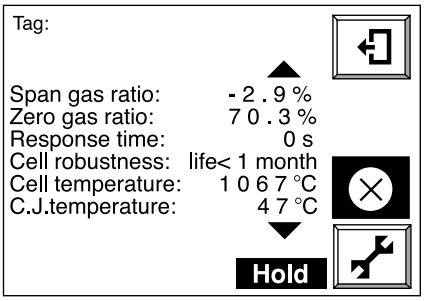

Figura 12.7
(5) Se il deterioramento del gruppo sensore si è verificato improvvisamente, esso può indicare un guasto alla valvola di non ritorno, che impedisce la penetrazione dell'umidità presente nel focolare nella tubazione del gas di calibrazione. Se il gas nel focolare raggiunge la tubazione del gas di calibrazione, esso condensa e resta in forma di condensa nella tubazione del gas. Il gruppo sensore è considerato rotto, in quanto la condensa viene soffiata nel gruppo sensore dal gas di calibrazione durante la calibrazione e quindi la cella raffredda rapidamente.
(6) Se il gruppo sensore è deteriorato gradualmente, controllare lo stato del gruppo sensore come segue:
b. Visualizzare "Cell robustness" premendo il tasto ▼. In caso di cella (sensore) buona, viene visualizzato "Life > 1 year" (figura 12.7).